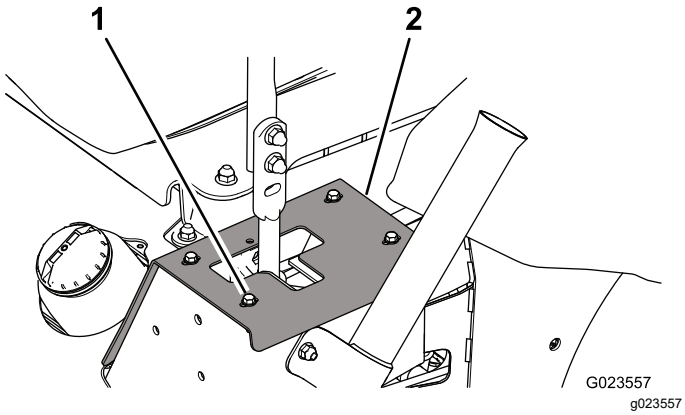

Figure 66
2. To access the damper-mounting bolts, remove the bolts that secure the stop plates to the frame (Figure 66).